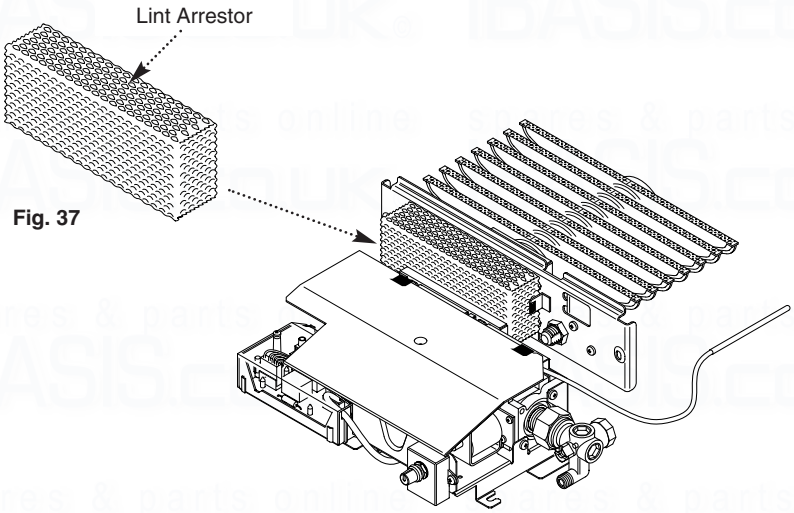

Fig. 37
1. Remove the lint arrestor from its retaining clips on the burner mounting plate and clean away any deposits (Fig. 37).